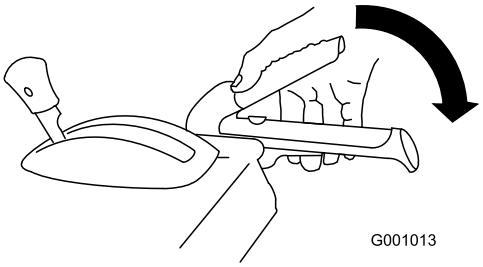

Figur 30
1. For at indkoble snegle-/rotordrevet skal du klemme snegle-/rotorgrebet til højre for håndtaget (Figur 30).